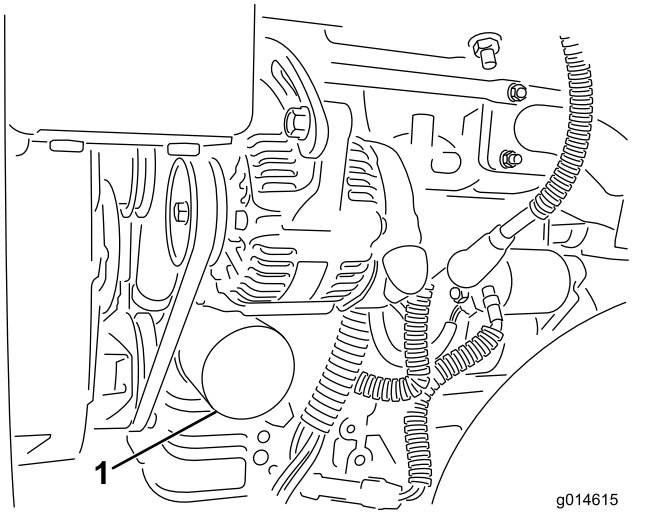

Figure 30
2. Déposez le filtre à huile (Figure 30). Appliquez une fine couche d'huile sur le joint du filtre de rechange.